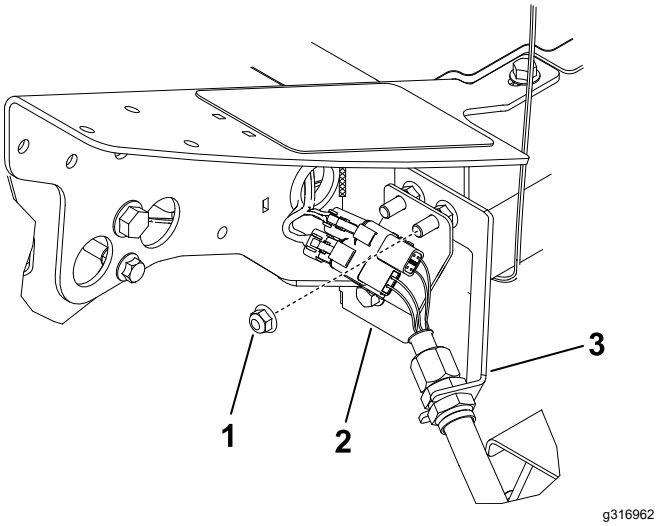

Figuur 24
1. Verwijder aan de linkervoorhoek van het frame (maaideklocatie nr. 4) de extra flensmoer op de bout waarmee de tussenschotbeugel aan de machine is bevestigd (Figuur 24).